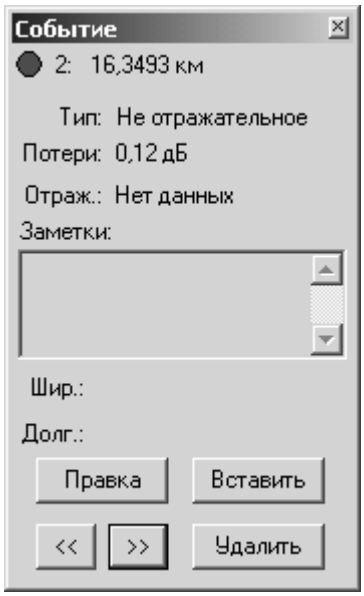

Рисунок 3-7: Окно Событие
- Дважды щелкните *левой* кнопкой мыши метку события в рефлектограмме трассы для отображения события в окне “Событие” (см. Рисунок 3-7).